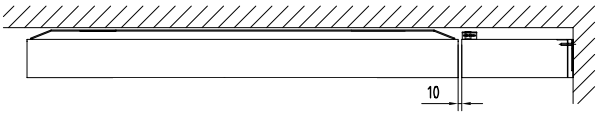

Figure 13. Cover with attachments for both wall and ceiling.
3.- Cover with attachments for both wall and ceiling (see fig. 13).